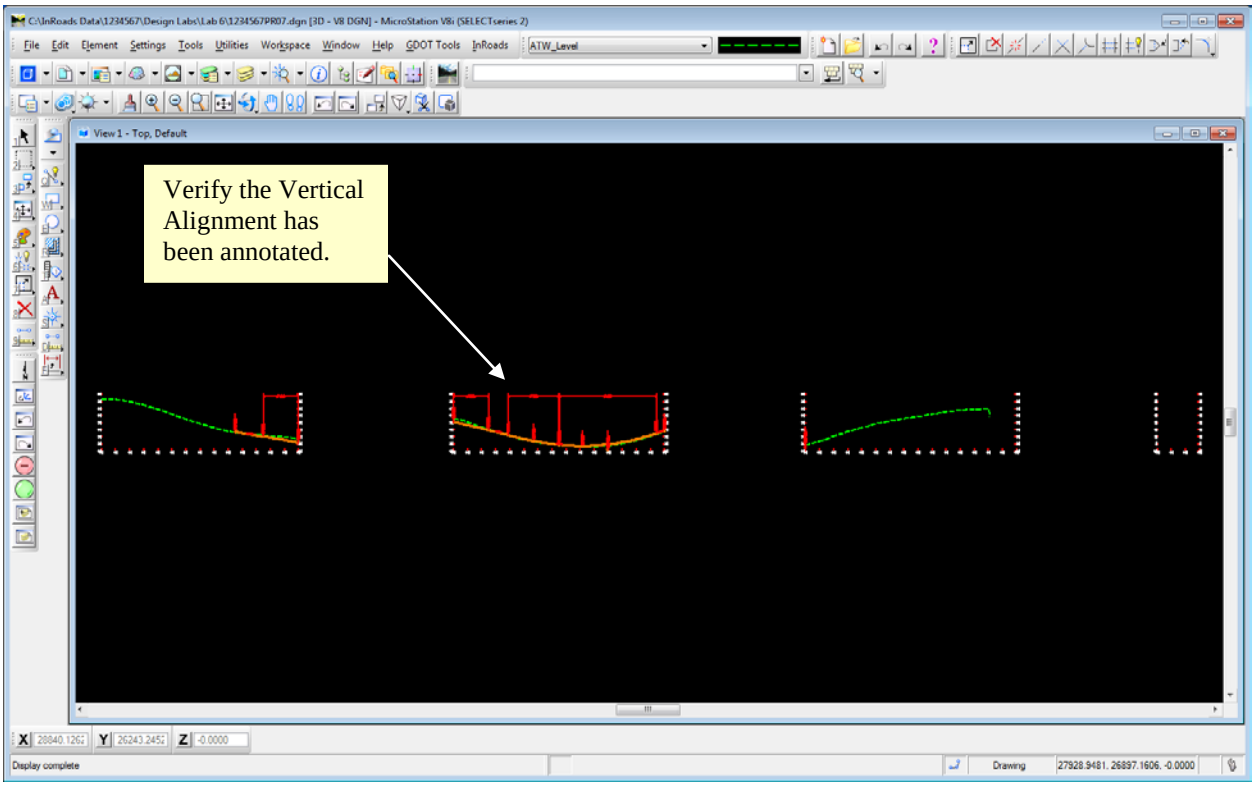

Figure L6-6 MicroStation Window
19.	**View and Annotate Vertical Alignment** • Click the **Preferences** button. • Under the **Name:** field -- Select the Preference **GDOT Profiles**. The **GDOT Profiles** Preference sets up the **View Vertical Annotation** dialog for viewing of the Vertical Alignment Annotation. • Click **Load** and **Close**. • Click **Apply** & **Close** in the **View Vertical Annotation** dialog. • Verify your view in MicroStation matches that shown in *Figure L6-6*. *The Vertical Annotation is viewed.*